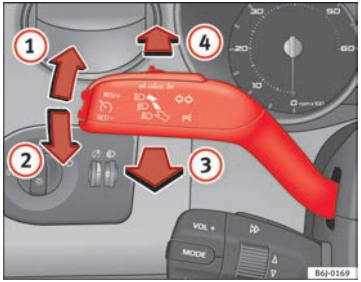

Fig. 60 Turn signal and main beam headlight lever
– Move the lever all the way up ⇒ fig. 60 (1) to indicate **right**, and all the way down (2) to indicate **left**.
– Press the lever forward ⇒ fig. 60 (4) to switch on the main beams.